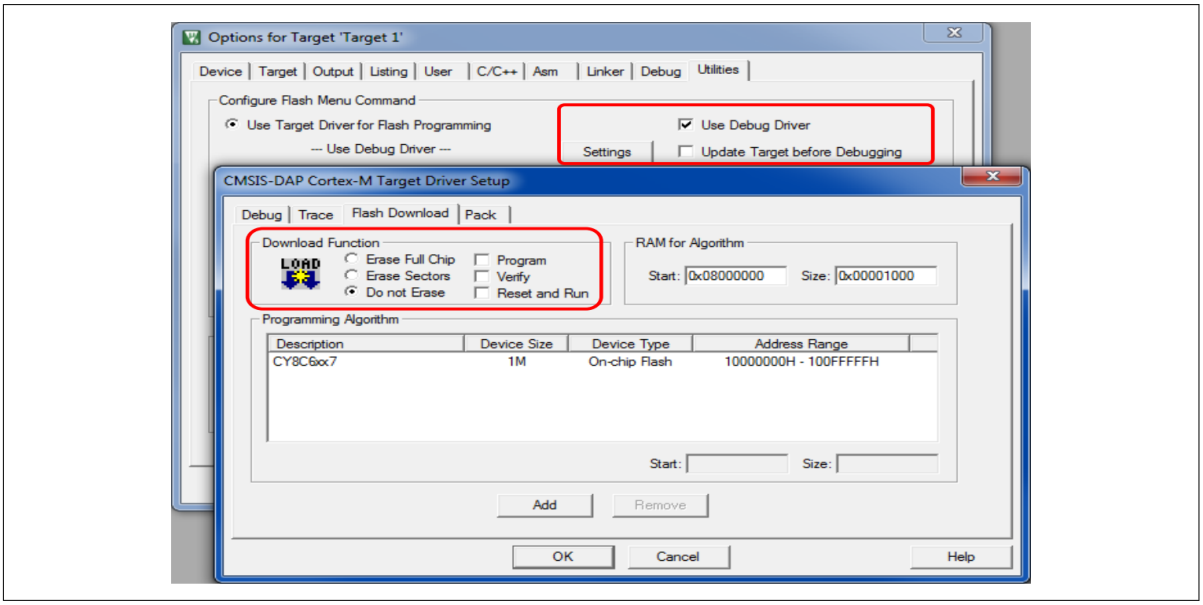

**図 25　　プロジェクトユーティリティオプション**
**Utilities** タブで、Use Debug Driver がチェックされていることを確認し、**Update Target before Debugging** のチェックを外してください。図 25 に示すように、**Settings** をクリックし、**Download Function** ボックスのチェックをすべて外してください。**Do not Erase** をクリックしてください。**OK** をクリックして **Options** ダイアログ